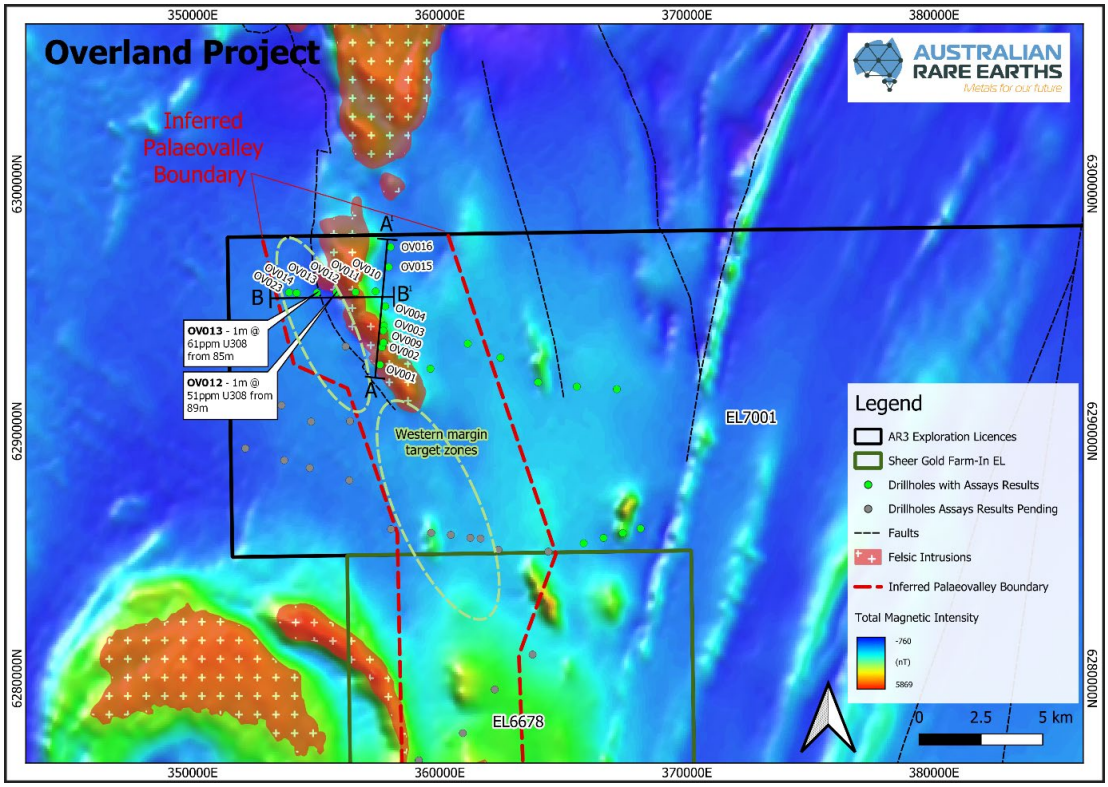

Figure 2: *Section Location Plan showing 2024 drillholes with all assays now received (green) and pending assays from 2025 drilling (grey).*
- **OV012 1m at 51ppm U_3O_8 from 89m (Figure 2 & 5)**
- **OV013 1m at 61ppm U_3O_8 from 85m (Figure 2 & 5)**
The results also confirm mineralisation extends to the Western Margin Target Zone (Figure 2) which strengthens the highly prospective nature of this area. Additional drilling to follow up the strike extension of this mineralisation is planned for April 2025. .